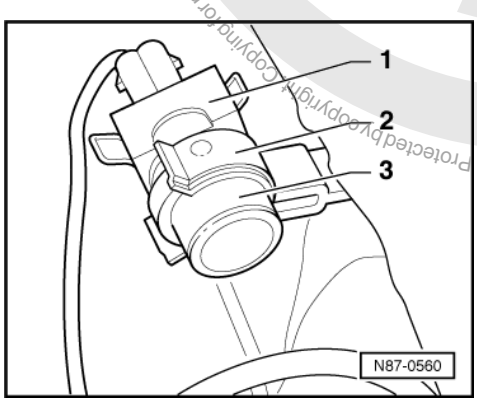

Fig3. Removing ambient temperature switch -F38-
-> Fig.3 Adjusting cable at central flap
- Removing =>Fig. 3